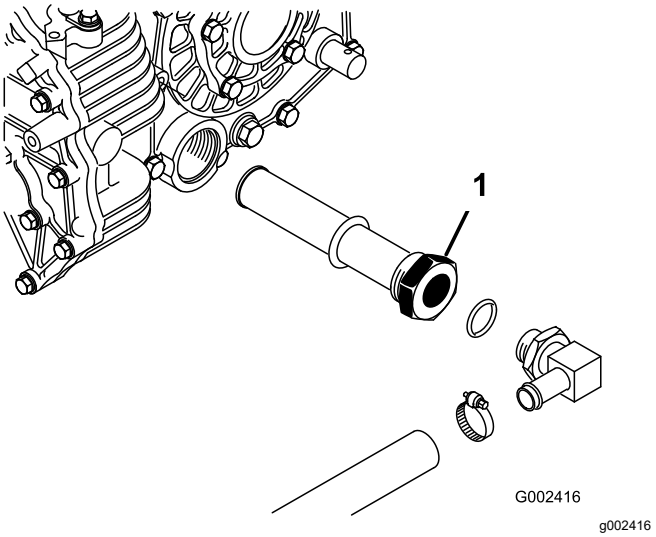

**Figura 70**
5. Observe la orientación del tubo hidráulico y del codo de 90° conectado al filtro en el lateral del depósito (Figura 70).